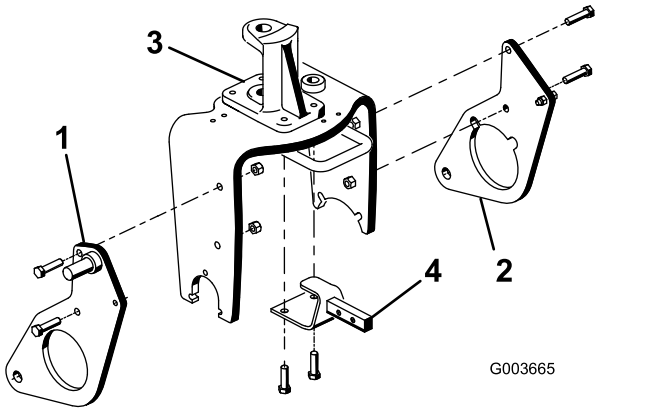

Figura 11
1. Monte provisionalmente la placa lateral derecha en el lado derecho de la horquilla de la rueda giratoria con 2 pernos (½" × 2") y contratuercas, como se muestra en la Figura 11.
2. Repita este procedimiento con la placa lateral izquierda (Figura 11).
4. Retire y deseche los 2 pernos que sujetan la parte delantera del pivote de dirección a la parte superior de la horquilla de la rueda giratoria (Figura 11).
5. Usando los orificios de montaje de la horquilla de la rueda y del pivote de dirección, monte el soporte del bastidor de enganche en la parte inferior de la horquilla de la rueda con 2 pernos (½" × 1¾"); consulte la Figura 11.